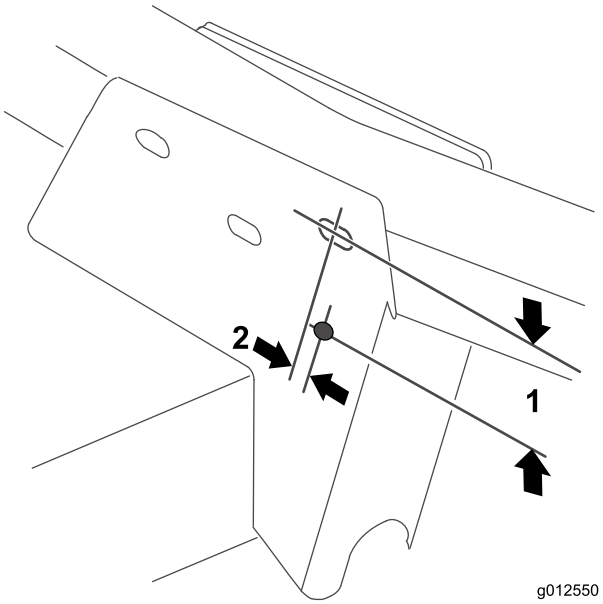

Figure 22
1. Using dimensions shown in Figure 22, locate, mark and drill a 11/32 inch diameter hole through both walls of the right front castor arm bracket.